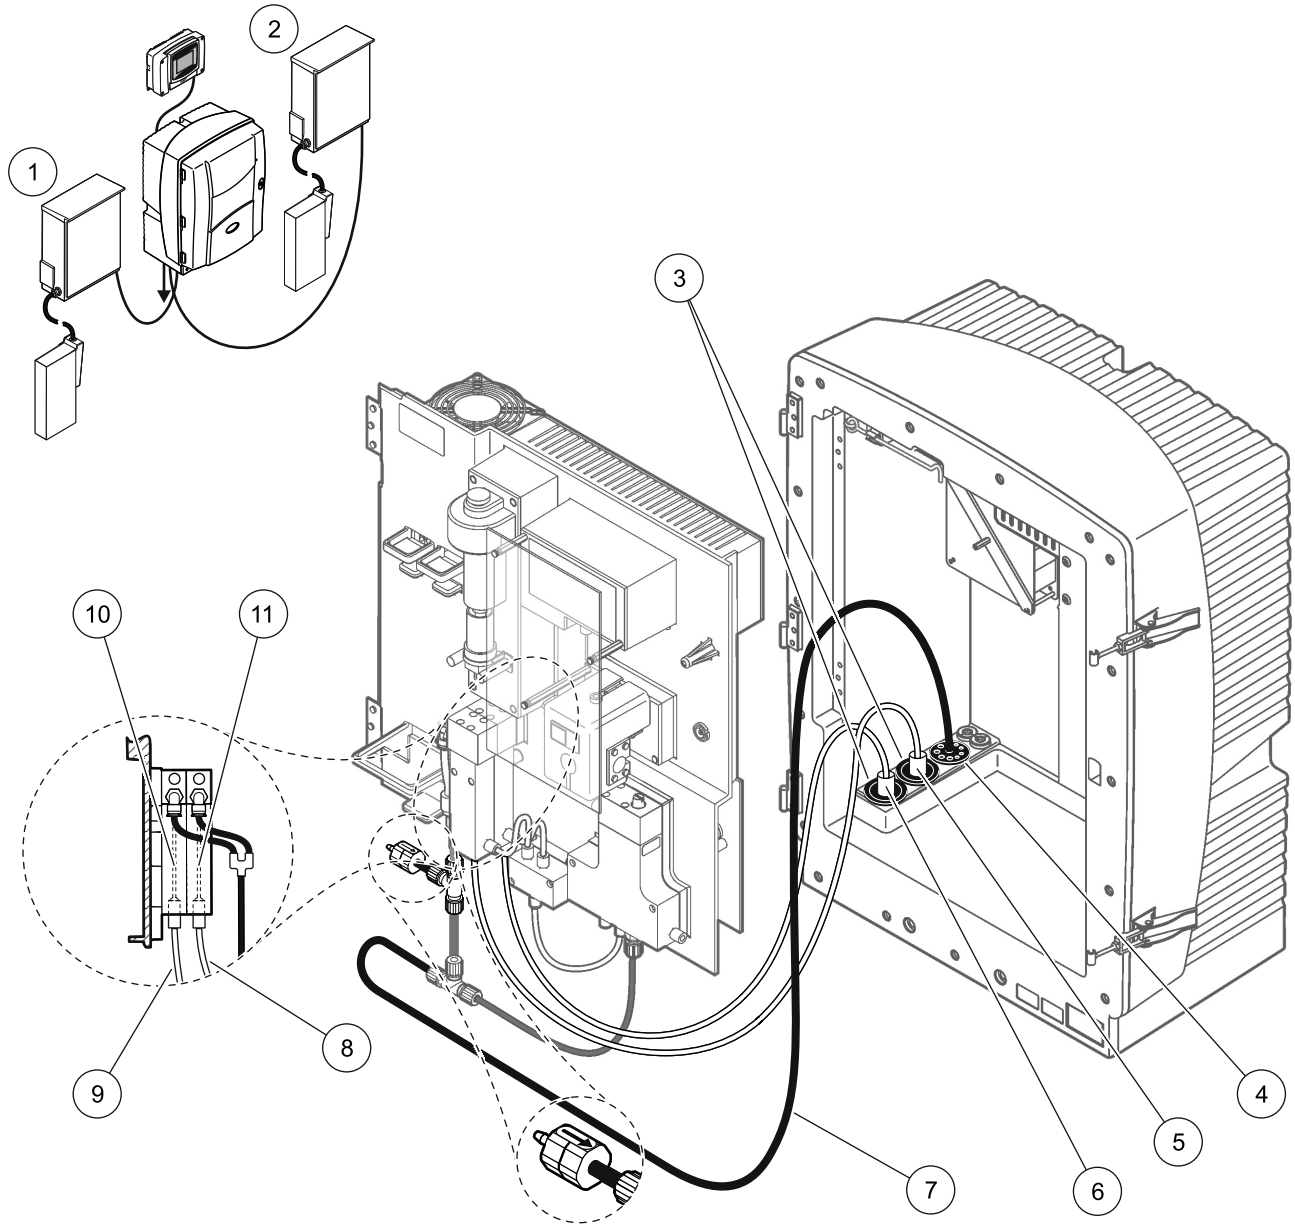

图 36 选项 9a 设置
请参考图 36 以及选项 9a 的以下说明：
2. 通过分析仪从 FILTRAX 1 引出加热的软管 （图 36，项目 6）。使用 1 号密封塞加固。